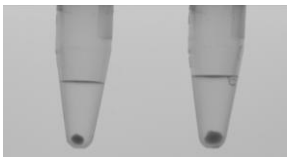

Abb.1: empfohlene Pelletgrößen
- 50 – 200 µl von Anstellhefe, um nach der Zentrifugation ein Pellet von maximal 2 mm zu erhalten (vgl. Abb. 1)
3. Die Größe des Pellets kontrollieren, es enthält die Bakterienzellen aus der Probe. Das Pellet darf eine Größe von ca. 2 mm Durchmesser nicht überschreiten (siehe Abb. 1). Falls nötig, einen Teil vom Pellet mit dem Überstand verwerfen